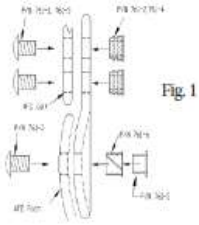

Fig. 1
14. Apply hardware for proximal attachment holes as follows using figure 1 as a guide.
15. Apply hardware for center articulating hole as follows using figure 1 as a guide: